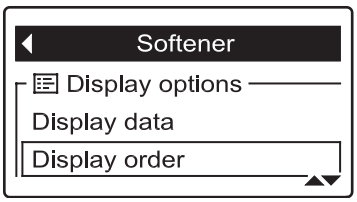

FIG. 113
3. Press the DOWN (▼) button to scroll through the menu options until **Display order** is highlighted in a box (See Figure 113).